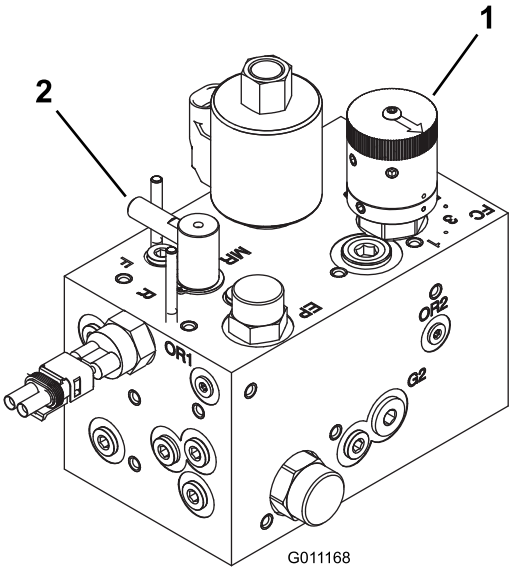

**Figur 44**
2. Vri kontrollknotten for spolehastigheten (Figur 44) til det tallet du fant i trinn 1.